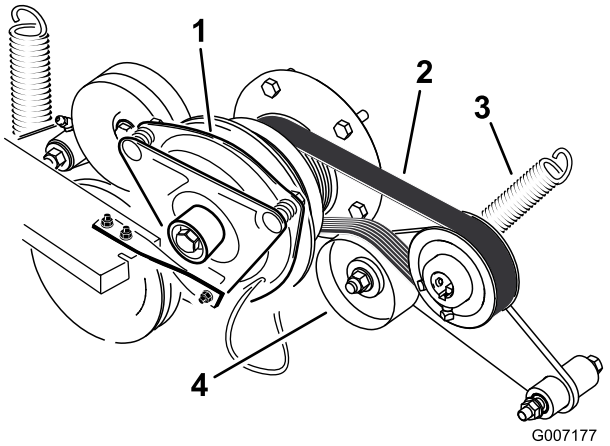

Figur 71
3. Fjern fjæren fra lederullarmen (Figur 71).
4. Legg den nye remmen rundt motorremskiven og hydropumpens remskive (Figur 71).
6. Monter fjæren på lederullarmen (Figur 71).